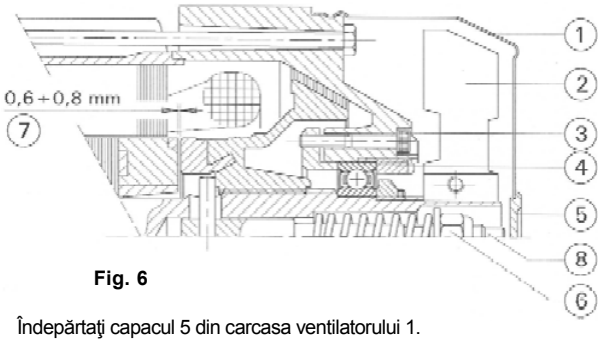

Fig. 6
7.2 AJUSTAREA FRÂNEI MOTORULUI (Fig. 6)